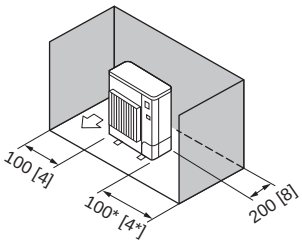

Fig. 2-8
3. Obstacles uniquement à l'arrière et sur les côtés (Fig. 2-8)